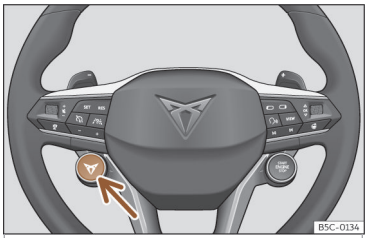

Fig. 142 Volante multifunción: botón para cambiar el perfil de conducción.
- **O BIEN:** pulse brevemente el botón CUPRA, en la parte izquierda del volante ››› **fig. 142**, para cambiar el perfil de conducción. Pulse prolongadamente el botón CUPRA para acceder directamente al perfil **Cupra**. Pulse de nuevo de forma prolongada para volver al perfil anterior.